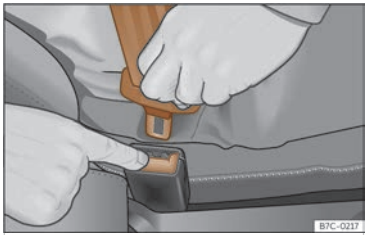

Fig. 23 Release the seat belt's latch plate.
- Press the red button on the buckle ››› **Fig. 23**. The latch plate is released from the buckle.